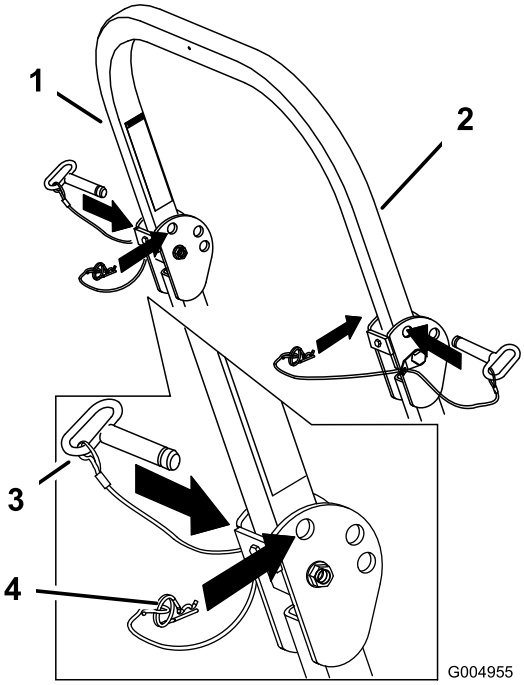

Figur 9
1. Fjern splitterne, og afmonter de to pinde (Figur 9).
3. Monter de to pinde, og fastgør dem med splitterne (Figur 9).
4. Fjern splitten og de to pinde for at hæve styrtbøjlen (Figur 9).
5. Hæv styrtbøjlen til oprejst position, monter de to pinde, og fastgør dem med splitterne (Figur 9).